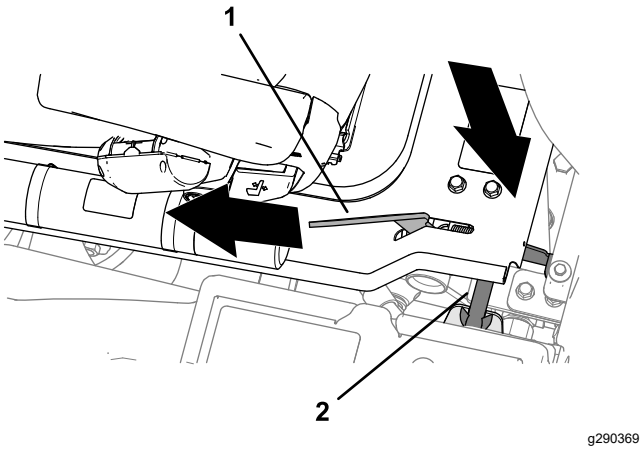

Figur 45
2. Når platformen nærmer sig den helt sænkede position, skal du flytte platformens låsehåndtag (Figur 45) mod maskinens forende.